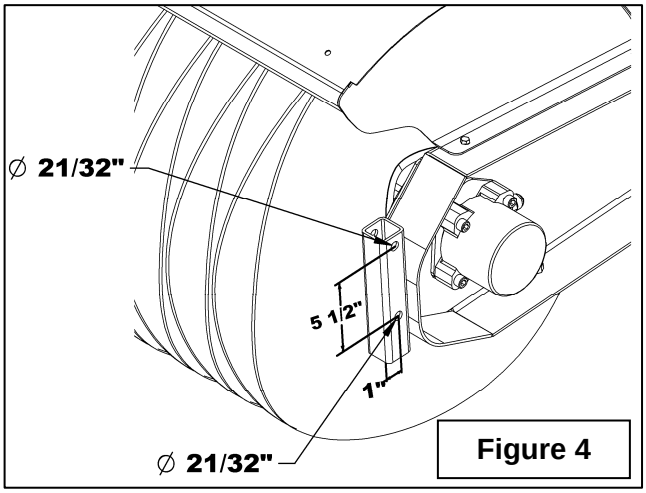

Figure 4
4. **Figure 4:** If the parking stand tube only has one hole, drill the existing hole to a 21/32" diameter and drill the second Ø21/32" hole at 5 1/2" from the center and 1" from the edge of the tube as illustrated.